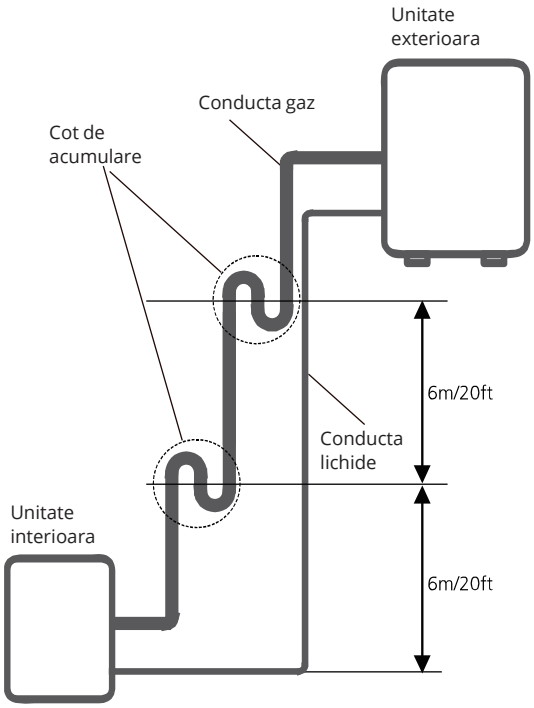

Fig. 7.3
- Se recomanda ca aspiratoarele sa nu fie montate invers. Nivelul optim de retur al uleiului trebuie mentinut cu ajutorul vitezei de aspirare a gazului. Daca vitezele scad sub 7.62m/s(1500 picioare/m), returul va scadea. Instalati coturile la fiecare 6m (20 picioare) (Vezi Fig 7.3)